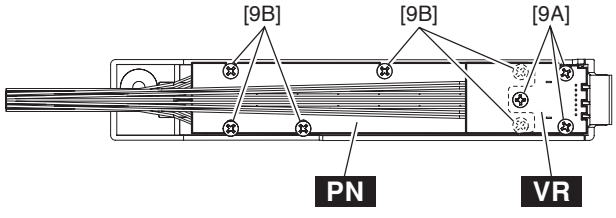

Fig. 6（図6）
Remove the three (3) screws marked [9A]. The VR circuit board can then be removed. (Fig. 6)
Remove the six (6) screws marked [9B]. The PN circuit board can then be removed. (Fig. 6)
[9A] のネジ 3 本を外して、VR シートを外します。(図 6)
[9B] のネジ 6 本を外して、PN シートを外します。(図 6)